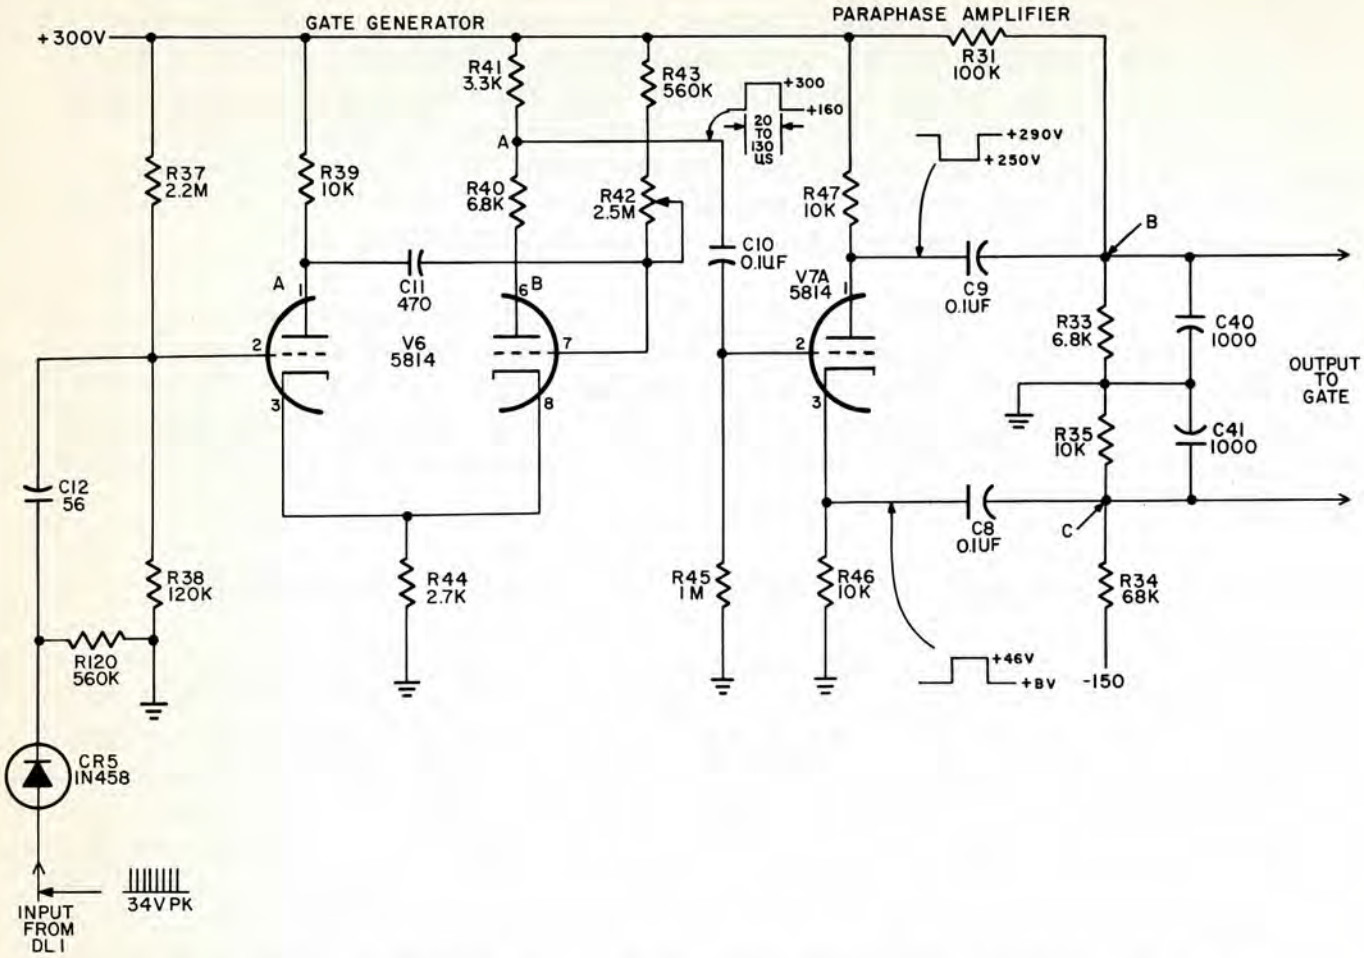

Figure 4-5. Pulse Generator 0-706/FPN-42, Gate Generator and Paraphase Amplifier, Simplified Schematic Diagram
a. The delayed triggers from delay line DL1 are coupled to gate generator V6 through diode CR5 and capacitor C12. Diode CR5 passes only positive triggers to V6. Gate generator V6 (see figure 4-5) is a monostable multivibrator which produces one gate pulse for each trigger input. The gate width is primarily determined by the RC time constant of potentiometer R42, resistor R43, and capacitor C11; and is adjustable from 20 to 130 microseconds